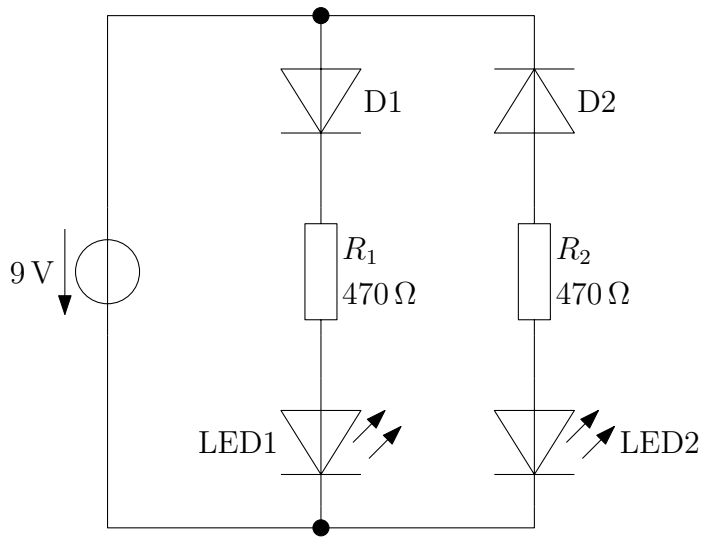

Abbildung 2.3: Experiment – Dioden in Durchlass- und Sperrrichtung
**Versuchsaufbau** Bauen Sie die Schaltung nach Abb. 2.3 auf.